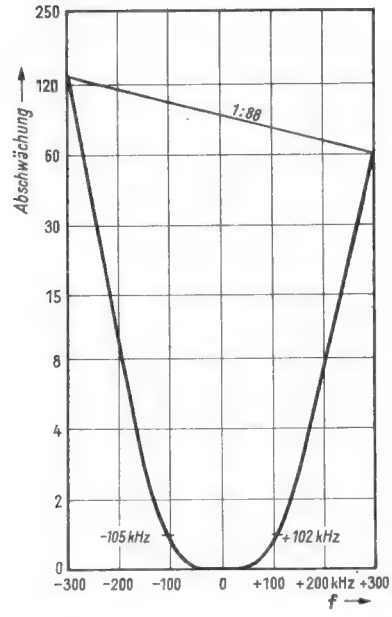

*Bild 13. FM-Zf-Durchlaßkurve*
3. eine konstante Durchlaßkurve *(Bild 13)* und